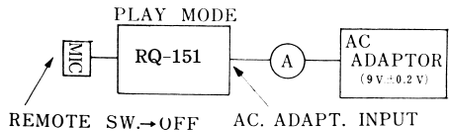

Fig. 17
Measuring Circuit Refer fig. 17
1. As shown in fig. 17 connect AC Adaptor to recorder through a DC Milliammeter and set adaptor output to 9V ±0.2V.